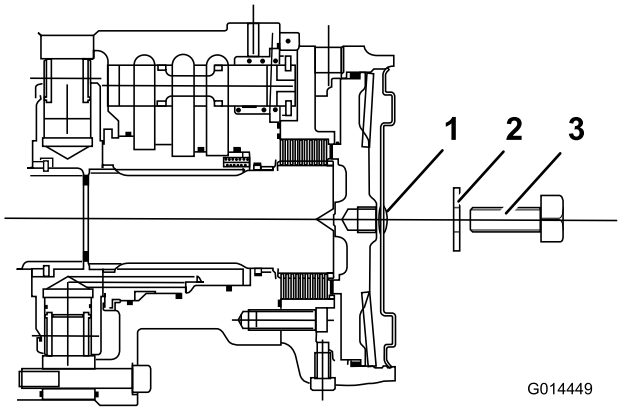

Rysunek 42
4. Zainstaluj śrubę ustalającą M12 x 40 mm z podkładką w otworze na środku płyty końcowej silnika (Rysunek 42).
5. Wkręcaj śrubę ustalającą do otworu gwintowanego w tłoczku hamulca do momentu, aż hamulec zostanie zwolniony (Rysunek 42).
6. Znajdź zespół lewego hamulca tarczowego silnika przedniego koła i wykonaj identyczną procedurę jak powyżej (Rysunek 42).